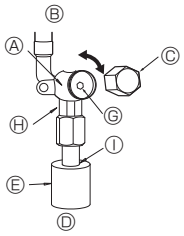

Fig. 4-5
(1) Gasseite von P100-P140 (Fig. 4-5)
① Entfernen Sie die Kappe und drehen Sie die Ventilstange mit einem 5 mm-Sechskantschlüssel bis zum Anschlag gegen den Uhrzeigersinn. Hören Sie auf zu drehen, wenn der Anschlag erreicht ist.